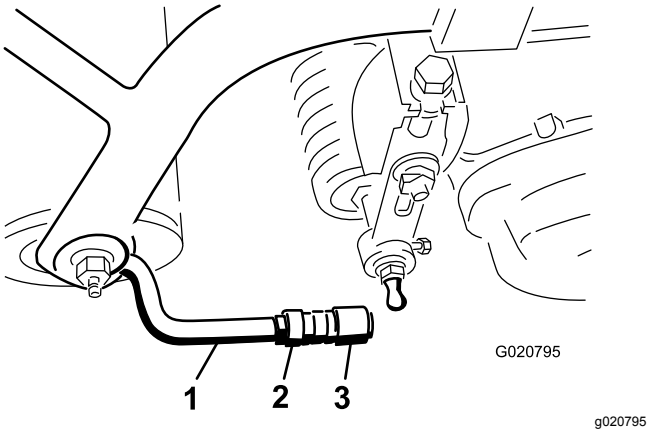

**Figur 9**
5. Rett opp kuleskålene i kuleleddene slik at den åpne siden av skålen midtstilles mot kulebolten. Trekk til låsemutterne for å feste kuleskålene (Figur 9).